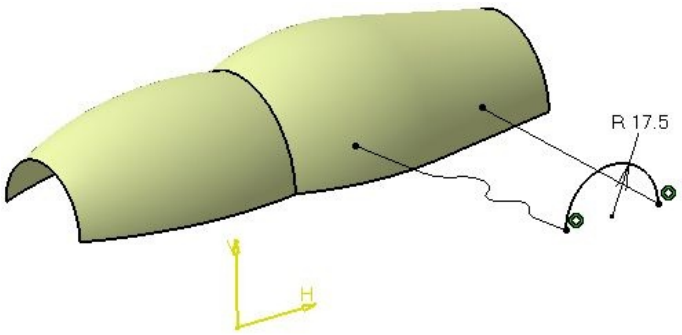

Figure 11-93 *Profile, guide curves, and anchor points to be selected*
7. Draw a semicircular sketch for the section of the sweep surface, as shown in Figure 11-93, and exit the **Sketcher** workbench.